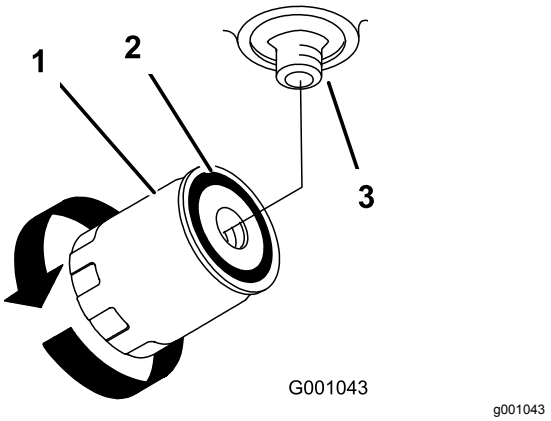

Figur 101
7. Stryk på ett tunt lager ny hydraulolja på utbytesfiltrets gummipackning (Figur 101).
9. Fyll hydraultanken med hydraulvätska tills den flödar över vid filtret, och vrid sedan vätskefiltret medsols tills gummipackningen kommer i kontakt med filteradaptern. Dra sedan åt filtret ytterligare ½ varv (Figur 101).